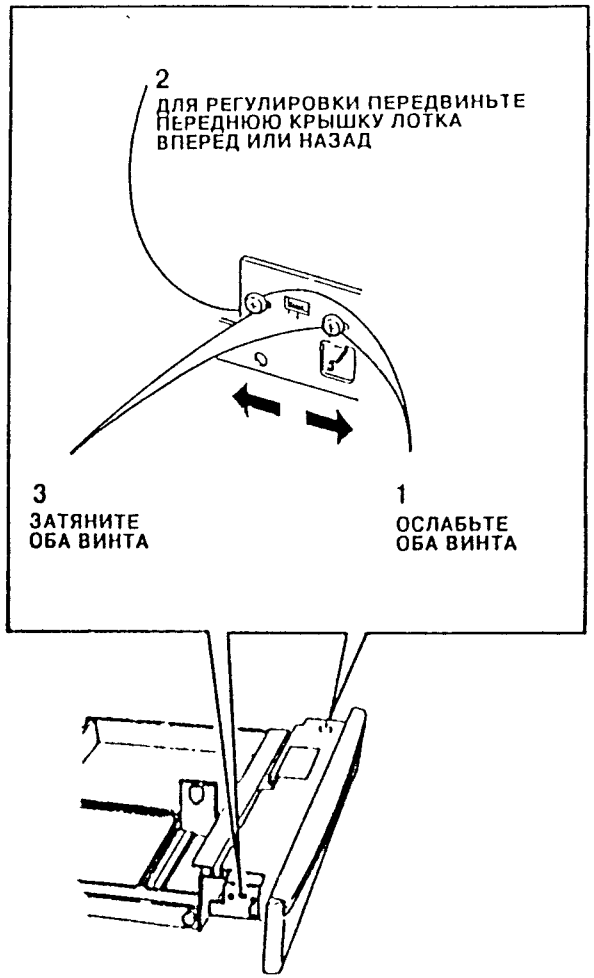

Рис. 2. Регулировка правого упора системы регистрации
2. ( )лиру авун ну с и рег ии ( )- те Рис. 2).